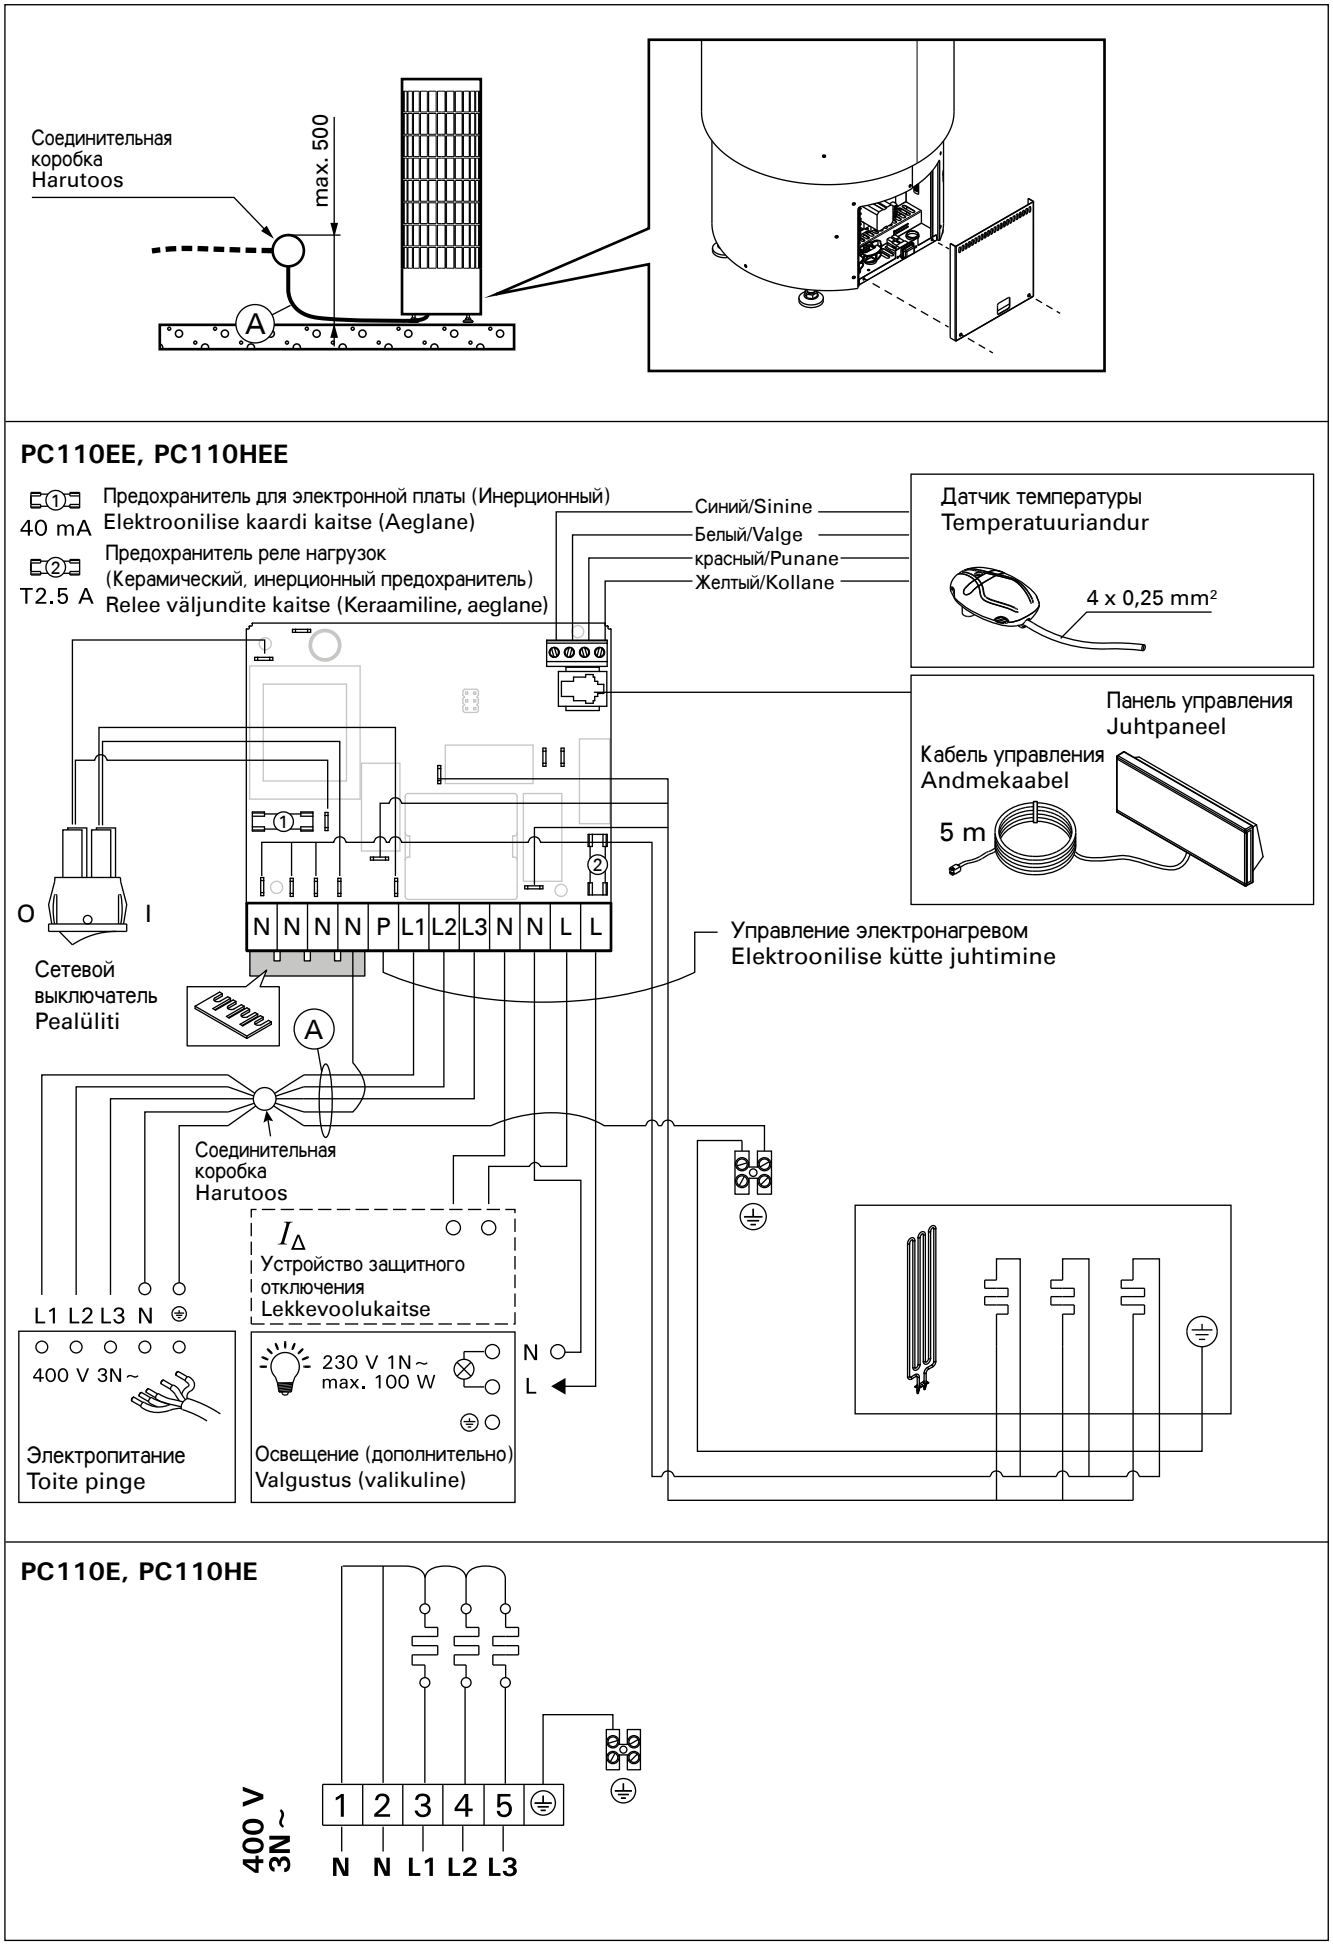

Рисунок 5. Электрические подклѓчениў
- В качестве кабеля (рис. 5: A) следует использовать резиновый кабель типа HO7RN-F или подобный. **ВНИМАНИЕ! Использование изолированного ПВХ кабеля запрещено вследствие его разрушения под воздействием тепла.**
- Кроме разъемов питания каменки PC оснащены также разъемом (P), который делает возможным управление электрическим нагревом (см. рис. 5). Кабель управления электро-отоплением подводят прямо к розетке каменки и дальше с помощью резинового кабеля, равного по толщине кабелю подключения, к клеммнику.